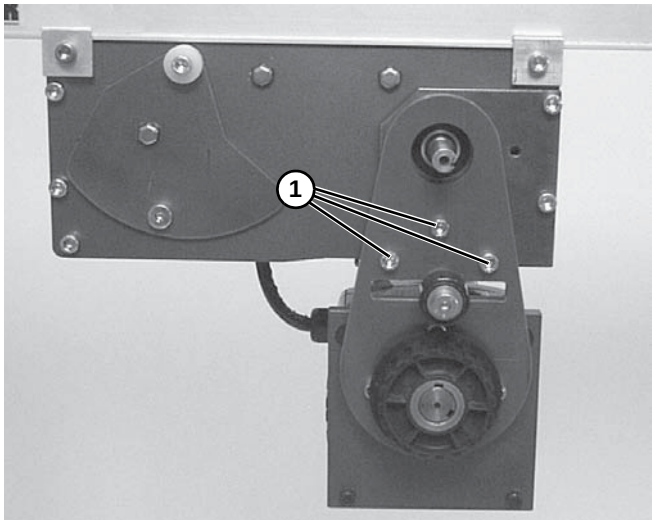

Figure 25
3. Remove three mounting screws **(Figure 25, item 1)** and remove gearmotor.